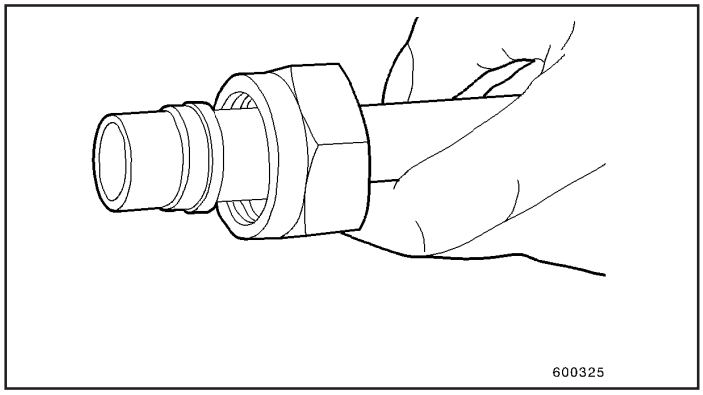

Fig.5
3. Em primeiro lugar, empurre a porca de união e, em seguida, a anilha de aperto deslizando-as sobre o tubo (Fig. 5).